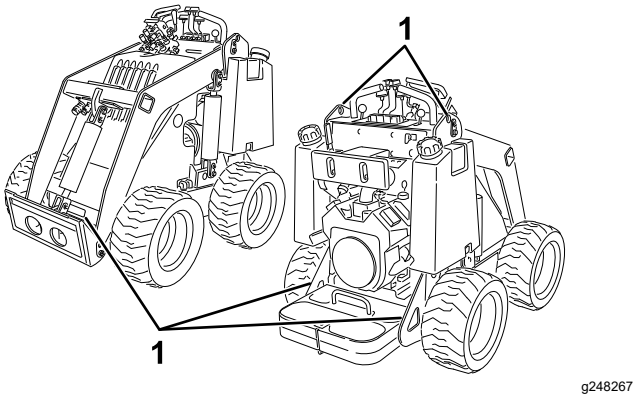

Rysunek 15
8. Zamocuj maszynę do przyczepy lub ciężarówki za pomocą pasów, łańcuchów lub lin, mocując je do metalowych uch na maszynie (Rysunek 15). Zastosuj się do obowiązujących przepisów określających wymogi dotyczące mocowania maszyny.
Maszynę można unieść za pomocą uch mocujących/do podnoszenia, stanowiących punkty podnoszenia, patrz Rysunek 15.